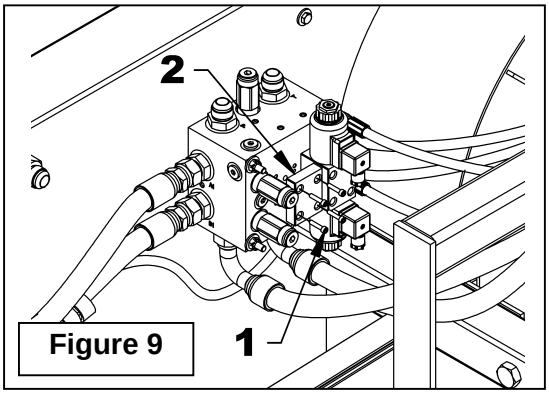

Figure 9
10. **Figure 9:** Remove the 10-24 X 7/8" allen socket head cap screws (item 1) and remove the plate (item 2). Make sure to remove the o-rings glued to the hydraulic block and clean well the four holes before valve installation.